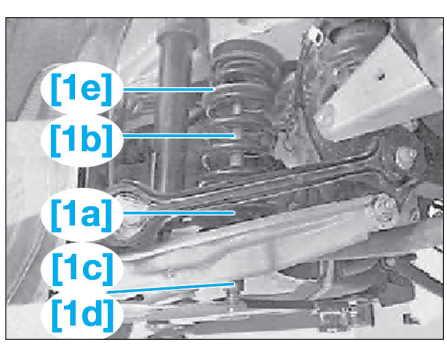

Fig. 47
• Centrer les outils [1e], [1a], [1b], [1c] et [1d] pour obtenir la plus grande surface d'appui possible au niveau du ressort hélicoïdal **(Fig.47)**.